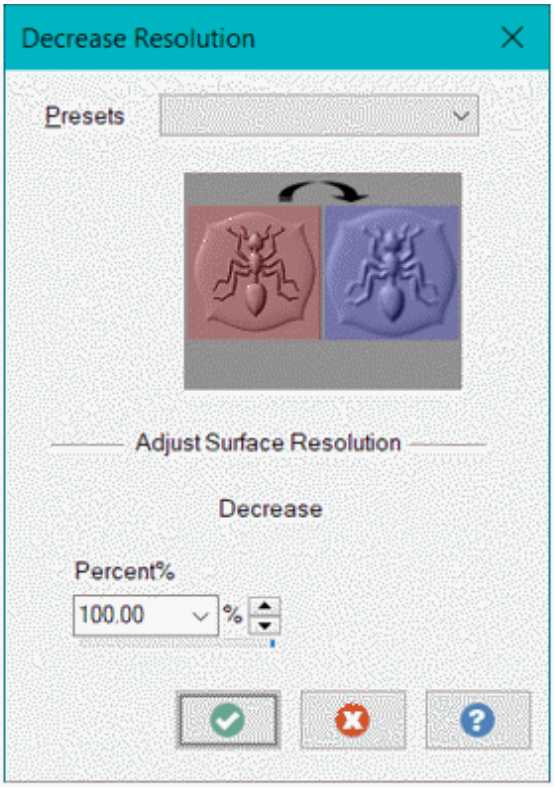

Figure-45. Decrease Resolution dialog box
- Click on the **Decrease Resolution** tool from the **Smooth** drop-down in the **Ribbon**. The **Decrease Resolution** dialog box will be displayed; refer to Figure-45.